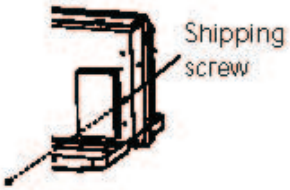

Fig.5
- Remove the shipping screw from the vent door. (See Fig.5)
- Make sure to remove the shipping screw from the vent door. (See.Fig.5)